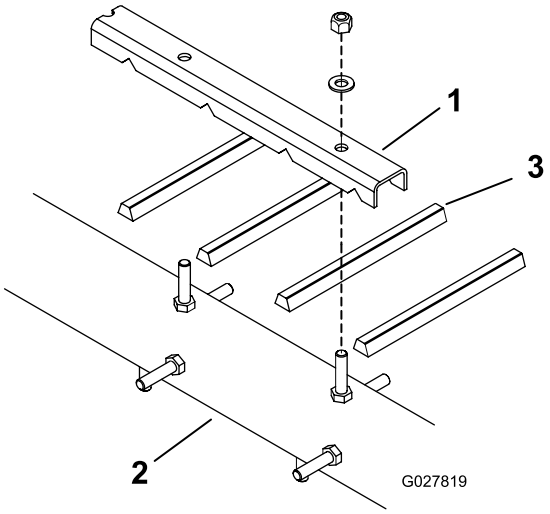
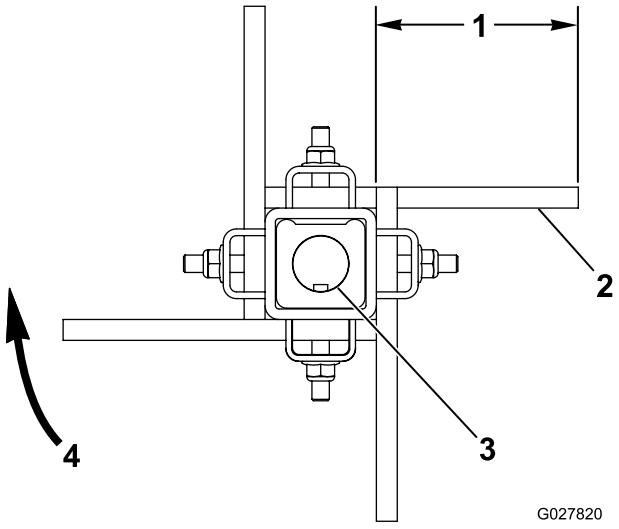

图11
图12
1. 拧松将指状胶棒夹紧器固定到转子上的螺母和垫圈（图11 和图12）。
3. 安装新指状胶棒（图11 和图12）。指状胶棒从指状胶棒夹紧器伸出约 10cm。